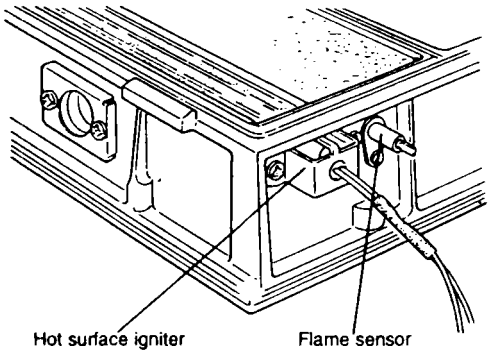
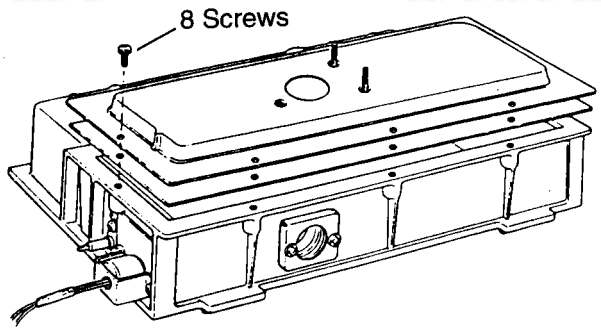

Fig. 18
Fig. 19
b) The igniter assembly is retained by two M5 pozi drive screws. Remove screws and carefully remove old igniter, if the igniter has become damaged, invert the combustion chamber and shake gently to allow damaged segments to be removed from the chamber. See Fig. 18.
b) Remove screw retaining sensor and withdraw from the combustion chamber. See Fig. 18.
b) Remove hot surface igniter, flame sensor. Fig. 18 and burner Fig. 19.
b) Remove 8 M5 screws retaining burner to the combustion chamber. Fig. 19.